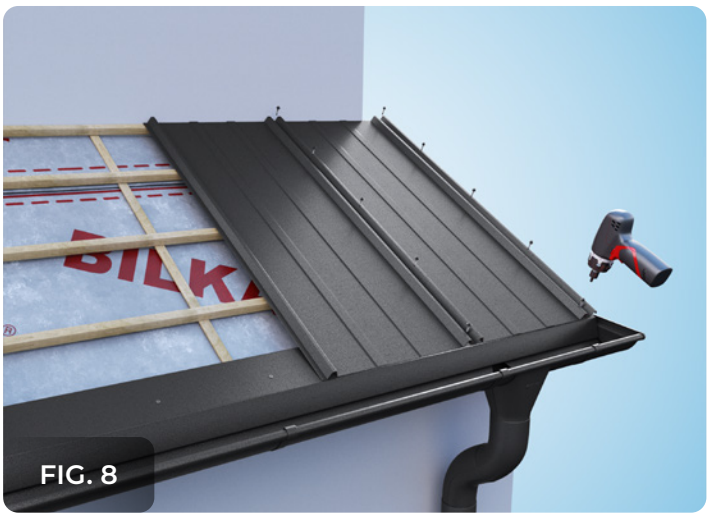

FIG. 8
2. Partea dreaptă a primului panou se fixează de șipcă cu șuruburi autoforante cu garnitură 4,8x35, în spațiul dintre cele două cute și pe fiecare rând de șipcă în parte - fig. 8, 9.